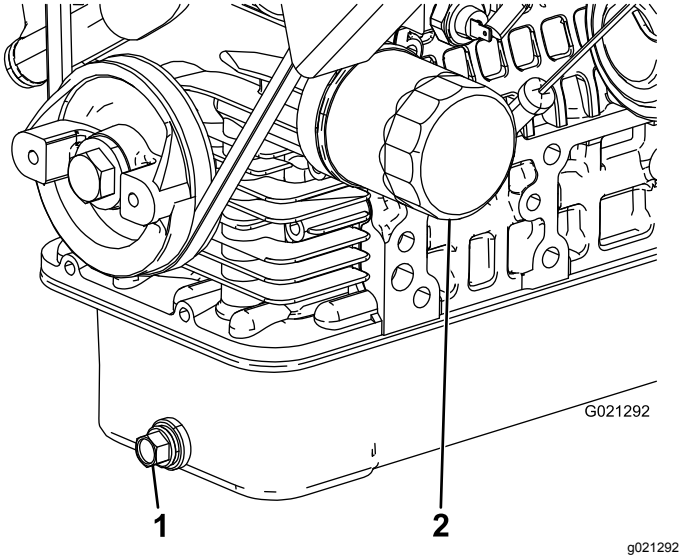

**Figuur 46**
2. Verwijder de aftapplug en laat de olie in een opvangbak lopen (Figuur 46).
4. Verwijder het oliefilter (Figuur 46).